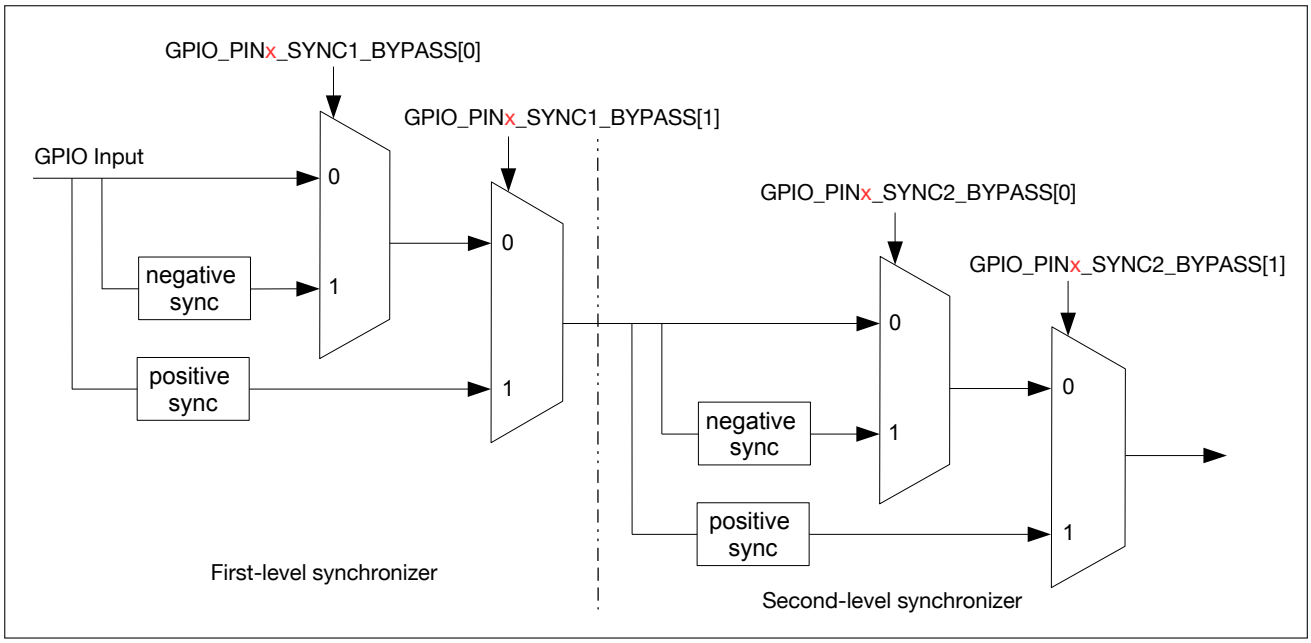

Figure 6.4-1. GPIO Input Synchronized on Rising Edge or on Falling Edge of IO MUX Operating Clock
Figure 6.4-1 shows the functionality of GPIO SYNC. In the figure, negative sync and positive sync mean GPIO input is synchronized on falling edge and on rising edge of IO MUX operating clock respectively.
The synchronization function is disabled by default by the synchronizer, i.e., GPIO_PIN*x*_SYNC1/2_BYPASS [1:0] = 0. But when an asynchronous peripheral signal is connected to the pin, the signal should be synchronized by the two-level synchronizer (i.e., the first-level synchronizer and the second-level synchronizer as shown in Figure 6.4-1) to lower the probability of causing metastability. For more information, see Step 4 in the following section.
- Set GPIO_PIN*x*_SYNC1_BYPASS to enable input signal synchronized on rising edge or on falling edge in the first-level synchronization, see Figure 6.4-1.
- Set GPIO_PIN*x*_SYNC2_BYPASS to enable input signal synchronized on rising edge or on falling edge in the second-level synchronization, see Figure 6.4-1.